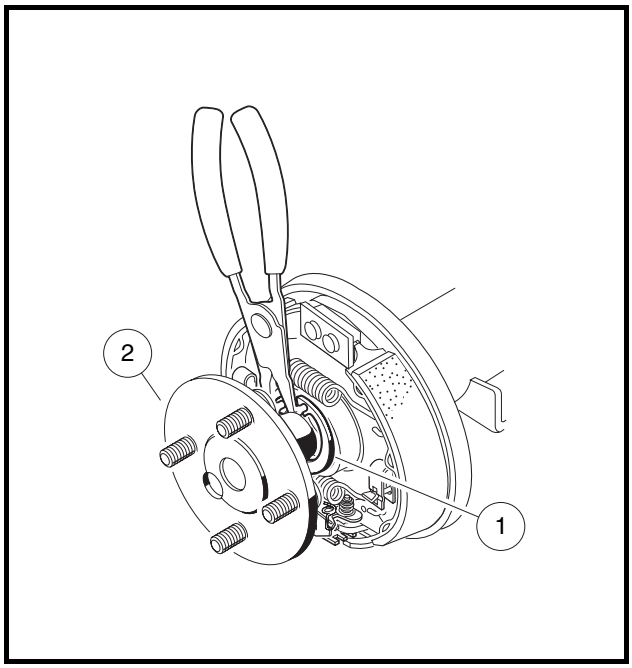
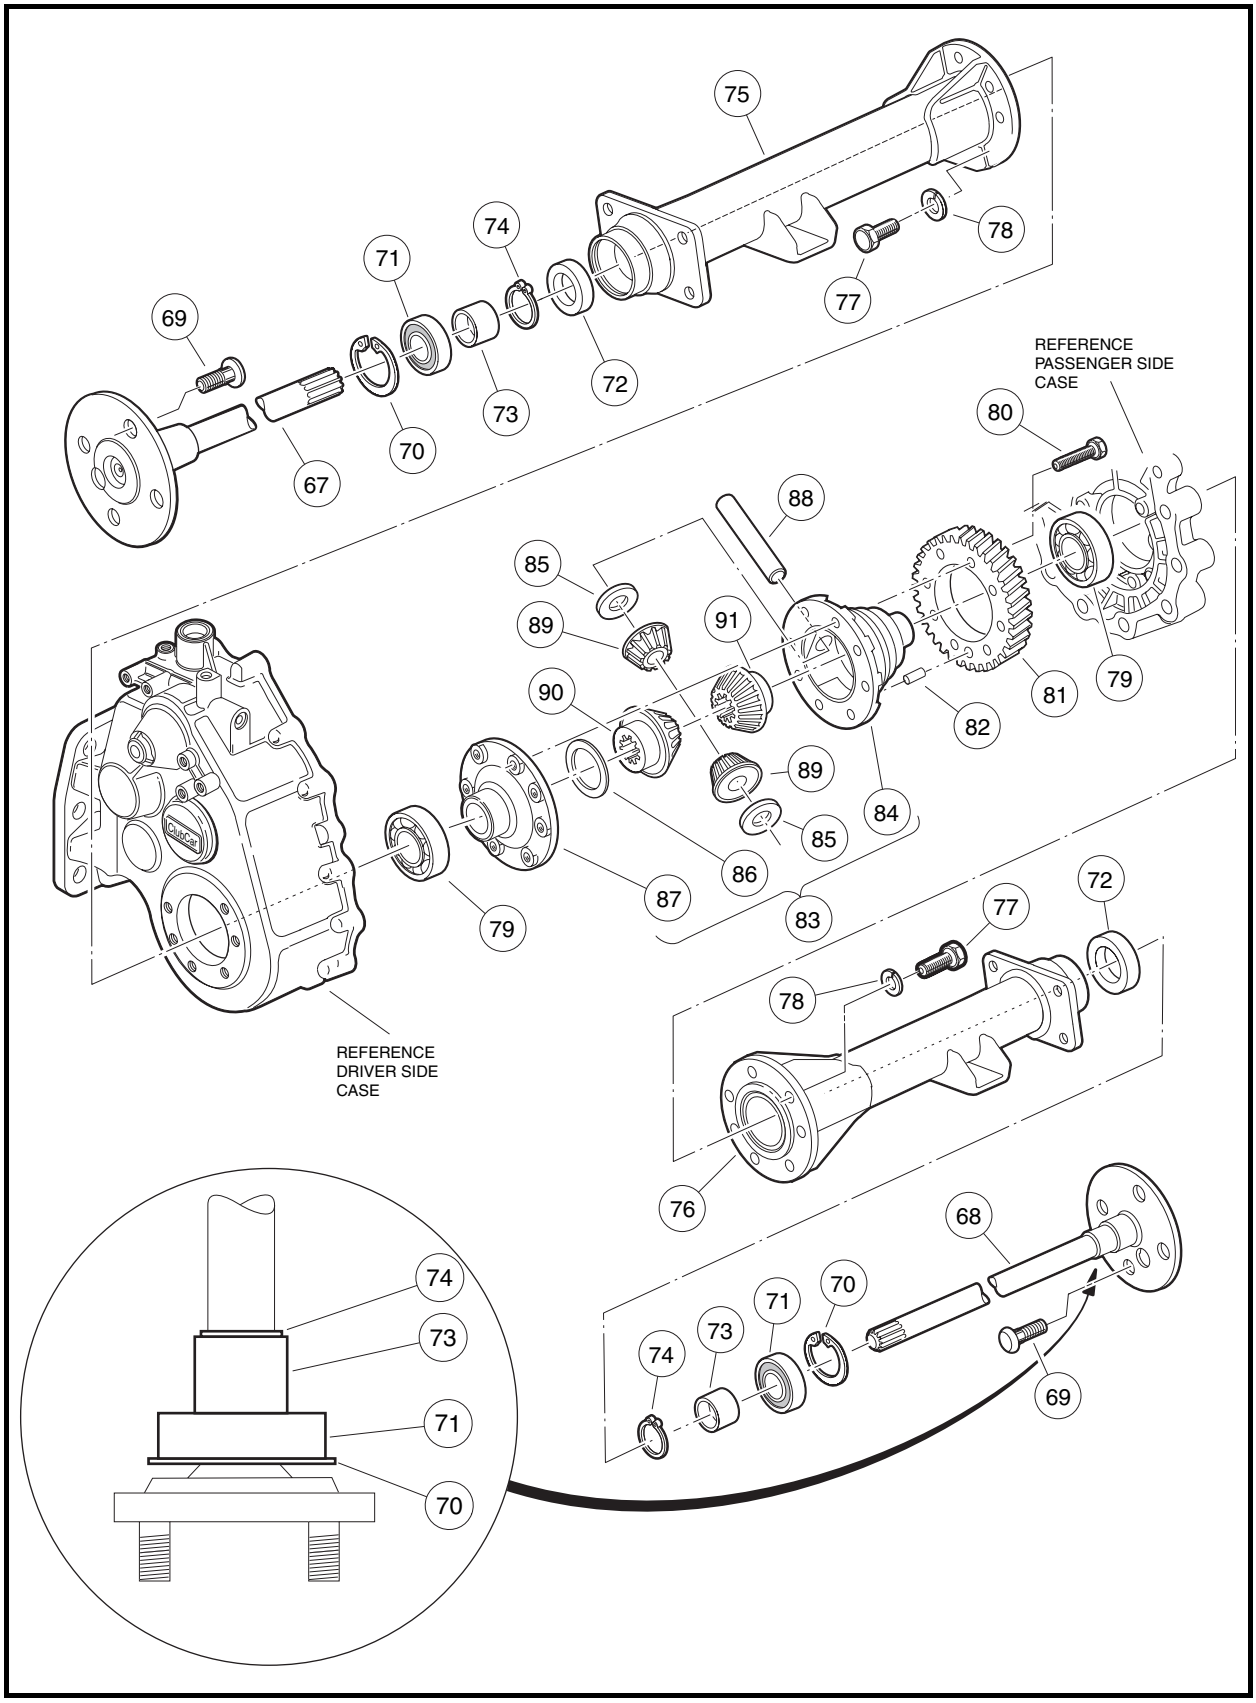
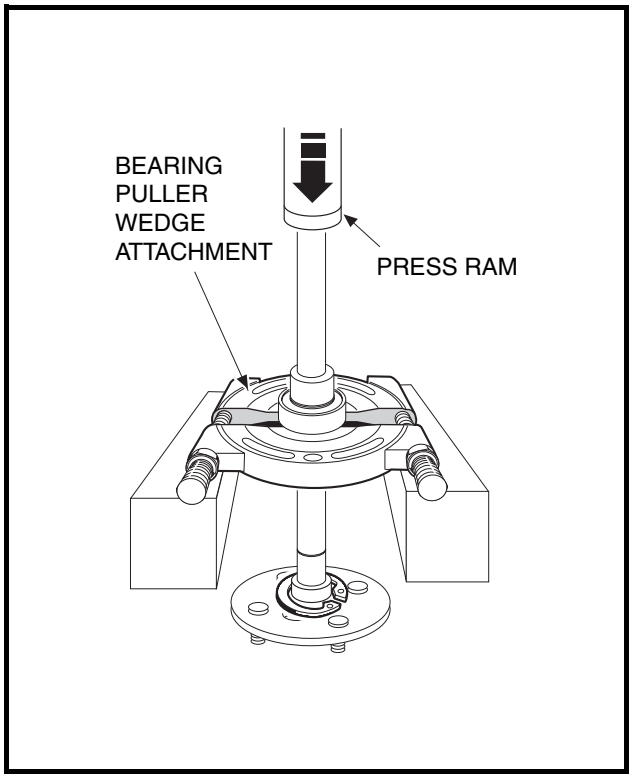
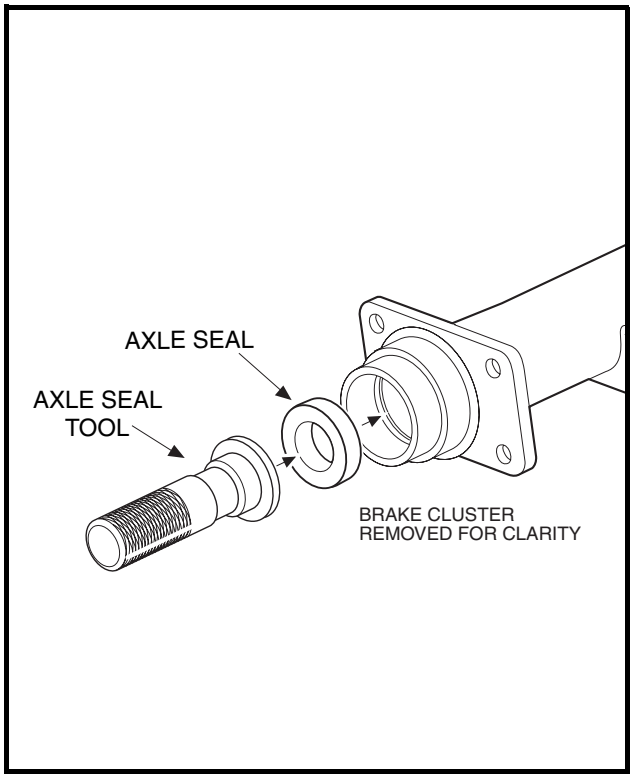

Figure 16-3 Retaining Ring
Figure 16-6 Differential Gear Case/Axle Tubes
Figure 16-7 Bearing and Collar
Figure 16-8 Axle Seal Tool
6. Use 90° internal snap ring pliers (0.090-inch tip) to remove internal retaining ring (1) from axle tube **(Figure 16-3, Page 16-3)**.
7. Carefully pull the axle shaft (2) straight out of the axle tube **(Figure 16-3, Page 16-3)**.
9. Inspect the axle shaft assembly to be sure the bearing (71) and collar (73) have not slipped and are still seated against the shoulder on the axle shaft **(Figure 16-6, Page 16-5)**.
1. Use external retaining ring pliers (0.047-in. tip) to remove the retaining ring (74). Place a bearing puller wedge attachment (CCI P/N 1012812) on the axle shaft between the wheel mounting flange and the bearing **(Figure 16-6, Page 16-5)**. **See also Figure 16-7, Page 16-7**. **See following CAUTION.**
2. Press the bearing (71) and collar (73) off together **(Figure 16-6, Page 16-5)**. **See also Figure 16-7, Page 16-7**. **See following NOTE.**
*Do not remove the large axle retaining ring (70) from the axle **(Figure 16-6, Page 16-5)**. Since the inner diameter of the retaining ring (70) is smaller than the outer diameter of the bearing (71), the ring must be in place on the axle before a new bearing and collar are pressed on.*
1. Ensure that the retaining ring (70) is loosely placed on the axle shaft. **See preceding NOTE.**
2. Install a new axle bearing (71) on axle (67 or 68). Push bearing onto axle until bearing is flush against axle shoulder **(Figure 16-6, Page 16-5)**.
4. Place a new sealed bearing (71) on shaft (67 or 68) **(Figure 16-6, Page 16-5)**.
5. Install collar (73) onto axle shaft. Place axle assembly on bearing puller wedge attachment and press collar onto axle.
7. Use external snap ring pliers (0.047-inch tip) to install collar retaining ring (74) **(Figure 16-6, Page 16-5)**.
1. Clean bearing and seal seats in axle tube (75 or 76) **(Figure 16-6, Page 16-5)**.
2. Place a new oil seal (72) in axle tube with seal lip facing inside of the axle tube **(Figure 16-6, Page 16-5)**. Use an axle seal tool (CCI P/N 1014162) to press it in until it seats firmly in position **(Figure 16-8, Page 16-7)**. **See following NOTE.**
4. Install the bearing retaining ring (70) in the axle tube **(Figure 16-6, Page 16-5)**. **See also Figure 16-3, Page 16-3.**